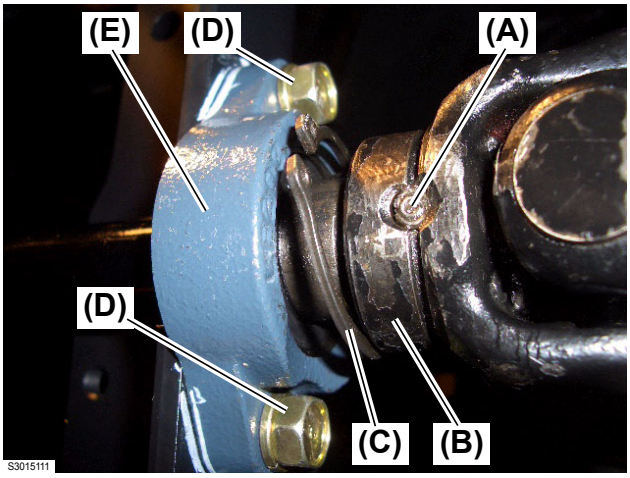

Fig. 8
11. Remove the spring pins **(Fig. 8, (A))** using the proper size punch.
12. Remove the front prop shaft **(Fig. 8, (B))** from the rear prop shaft.
13. Remove the two (2) M8 × 16 mm (L: 0.64 in.) bolts **(Fig. 8, (D))** securing the bearing retainer **(Fig. 8, (E))** to the main frame assembly.